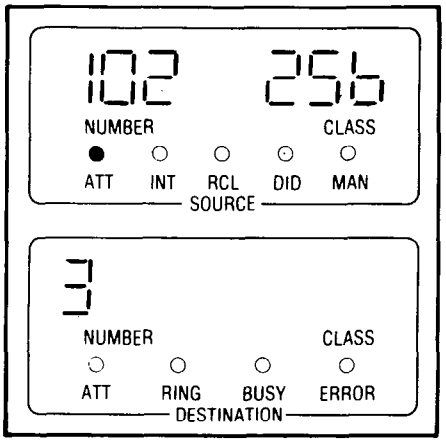

Fig. 454-1
• Destination display shows wake-up time if one has been requested. Display blank if no wake-up requested (Fig. 454-1)